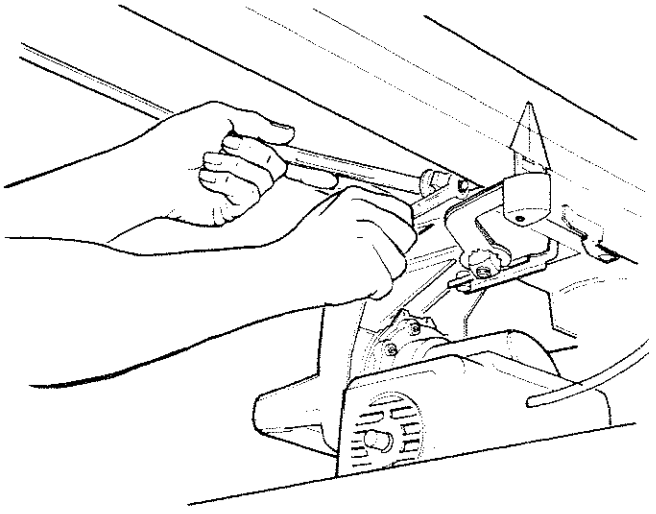

Fig. 66
6. Loosen the hex nut on the *rear carriage bearing.* Use a 9/16 inch wrench to hold the bolt and a 1/2 inch wrench to loosen the nut. (Figure 66)